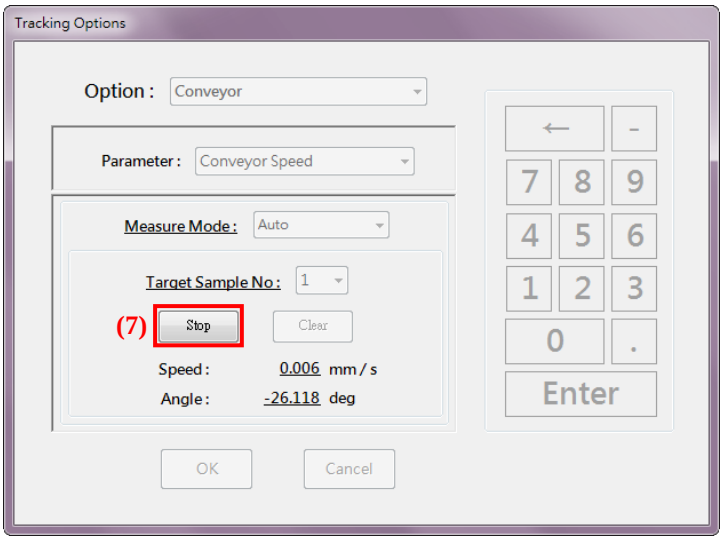

Figure 8-18 Press the "Stop" button to end the measurement
(7). As shown in Figure 8-18, press the “Stop” button to end the measurement.